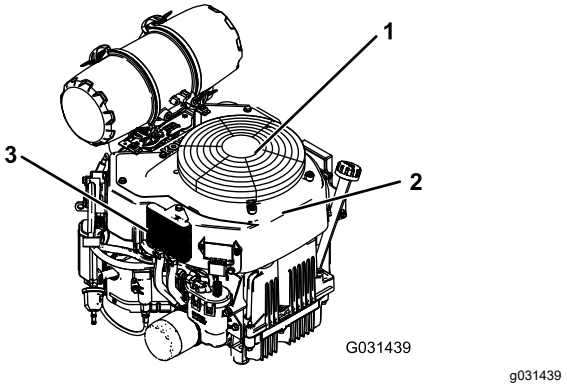

Figura 74
3. Retire la rejilla de entrada de aire y la carcasa del ventilador (Figura 74).
5. Instale la rejilla de entrada de aire y la carcasa del ventilador (Figura 74).